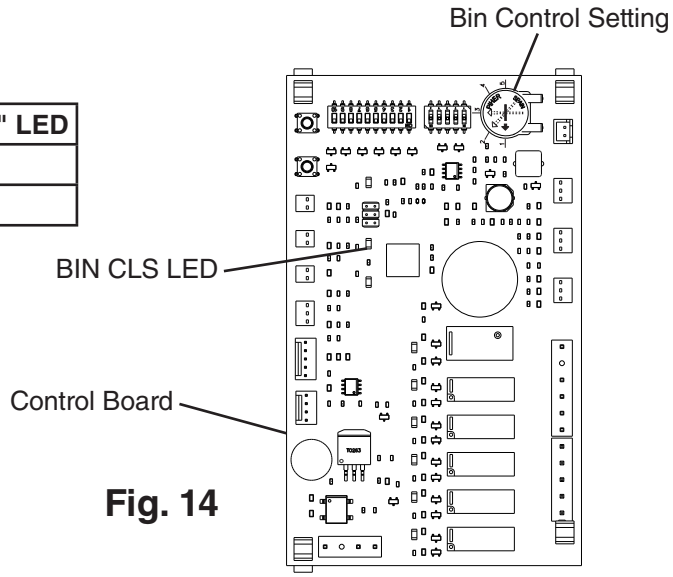

Fig. 14
4) Confirm the control board "BIN CLS" LED is off (bin empty). See Fig. 14.